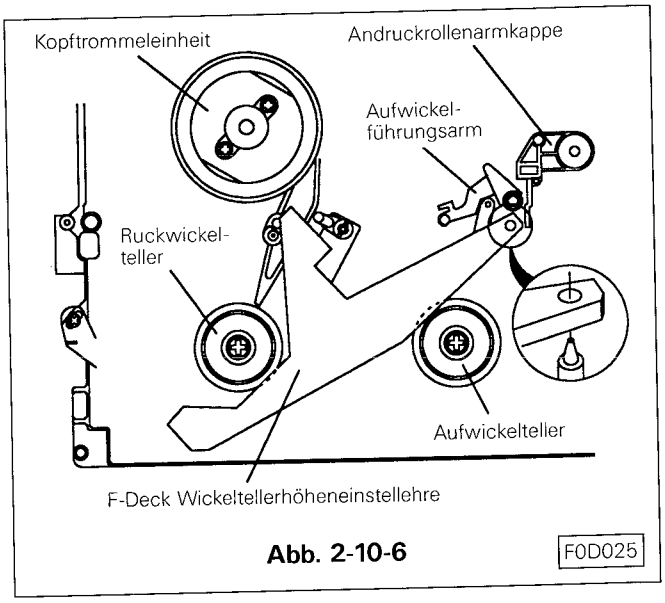
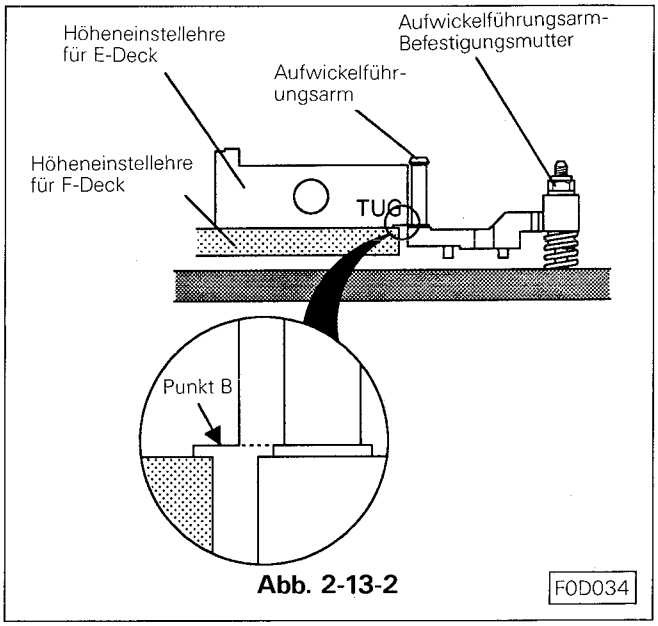

Abb. 2-10-6 F0D025
Abb. 2-13-2 F0D034
J. Die Wickeltellerhöheneinstellehre (Best. -Nr. 859C342020) in die entsprechende Position Punkt A einsetzen. (Siehe Abb. 2-10-6)
E. Die Wickeltellerhöheneinstellehre (Best. -Nr. 859C342020) in die entsprechende Position Punkt A einsetzen. Siehe Abb. 2-10-6.
B. Die Wickeltellerhöheneinstellehre für das F-Chassis einsetzen, (siehe Abb. 2-10-6) die Höhe des Bandführungsarms mit der Befestigungsschraube so einstellen, daß die untere Flanke des Führungsbolzens gleiche Höhe hat mit dem Punkt B für das F-Chassis. (Siehe Abb. 2-13-2)